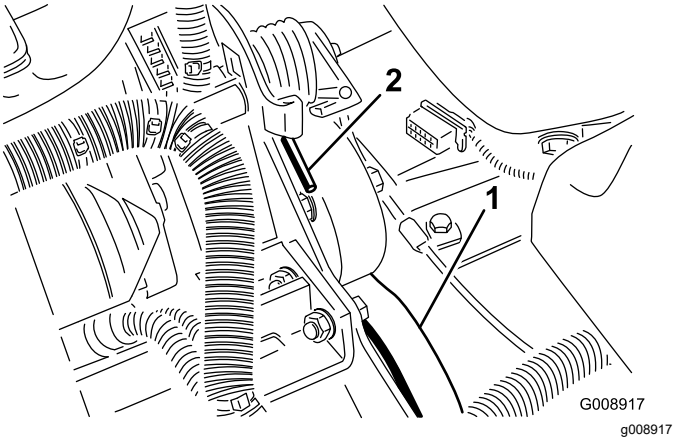

Figur 76
2. Trykk ned og frem på fjærenden (Figur 76) for å hekte den av braketten og frigjøre fjærens spenning.